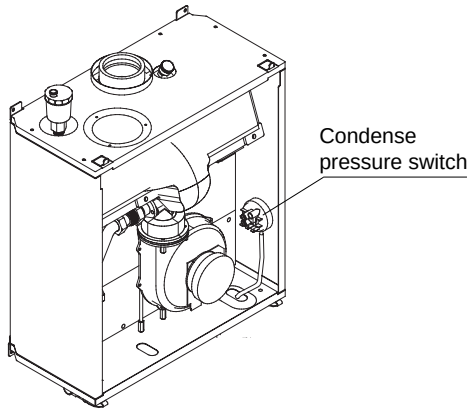

Fig. 29
6.18 CONDENSE PRESSURE SWITCH (see fig. 29)